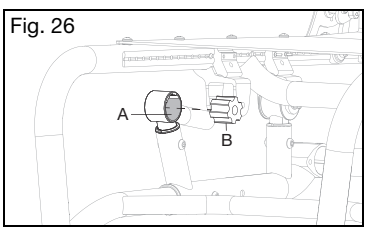

Fig. 26
2. Empuje los polímeros (Fig. 26:B) que está reemplazando, sacándolos de la torre, y empuje los nuevos polímeros para introducirlos. Asegúrese de que los bordes del polímero se alineen con la ranura dentro de la torre. Consulte la tabla que aparece a continuación para ayudar a determinar qué polímeros se adaptan al tipo de desplazamiento que desea, suave o firme, según el peso del usuario y el centro de gravedad de la silla. El número de pieza y el color del polímero se mencionan en la tabla. Consulte la imagen debajo de la tabla para ilustración.
NOTA: Hay cinta (Fig. 26:A) dentro de la torre. La cinta cubre el interior de la abertura de la torre, excepto la sección superior con las muescas de alineación del polímero. Asegúrese de que la cinta aún esté en su lugar mientras instala el nuevo polímero.